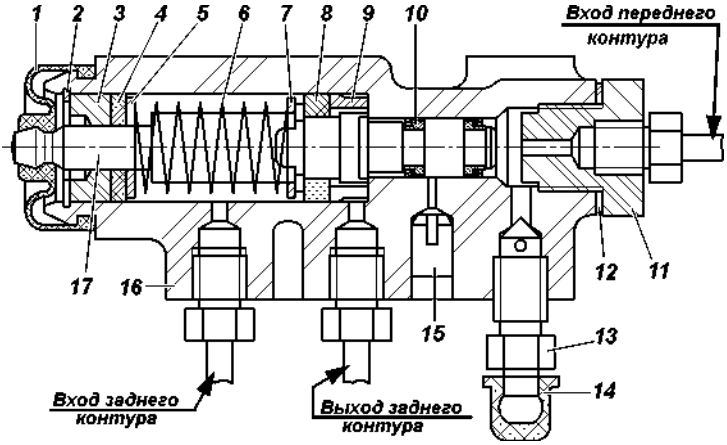
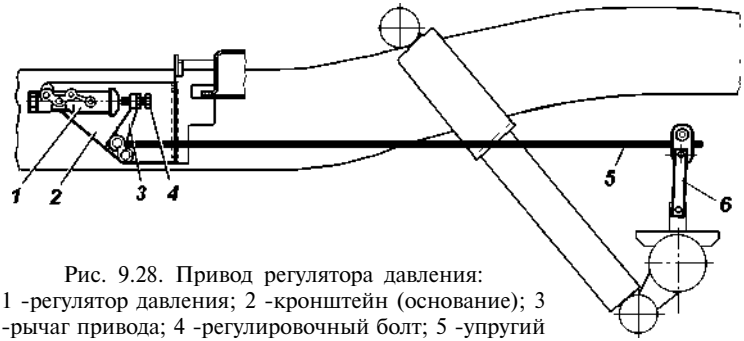

Рис. 9.27. Регулятор давления:
Рис. 9.28. Привод регулятора давления:
Регулятор давления (рис. 9.27)**.** При обслуживании проверяйте работоспособность регулятора давления. Очищайте регулятор от грязи и проверяйте надежность его крепления. Внешним осмотром убедитесь, что регулятор и детали его привода не имеют повреждений, отсутствуют подтекания тормозной жидкости и люфты в соединении стойки с упругим рычагом и кронштейном на заднем мосту.
В процессе эксплуатации и при замене задних рессор необходимо регулировать усилие упругого рычага 5 (рис. 9.28) на поршень регулятора. Регулировку производить в следующей последовательности:
3. Завернуть болт 4 (см. рис. 9.28) до соприкосновения его с хвостовиком поршня 17 (см. рис. 9.27) регулятора, довернув регулировочный болт на $1...1^{1/3}$ оборот (6-8 граней головки болта).
5. Проверить правильность регулировки при движении автомобиля. Для этого, двигаясь по прямому горизонтальному участку дороги с сухим асфальтовым покрытием, затормозить автомобиль до блокировки колес. При исправном регуляторе и правильно выполненной регулировке привода должно быть некоторое опережение блокировки передних колес относительно задних. В случае опережающей блокировки задних колес дополнительно отвернуть болт 4 (см. рис. 9.28) на 1-2 грани головки болта и повторить проверку при движении автомобиля.